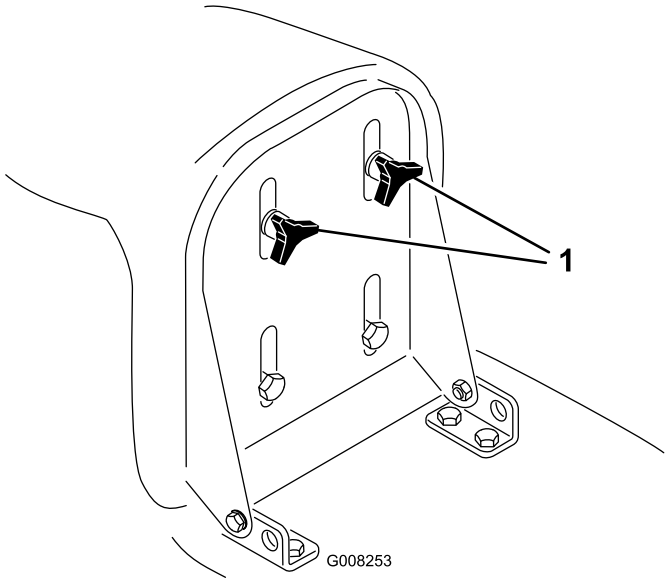

Figur 5
1. Hæv sædet, og løsn justeringsknapperne (Figur 5).